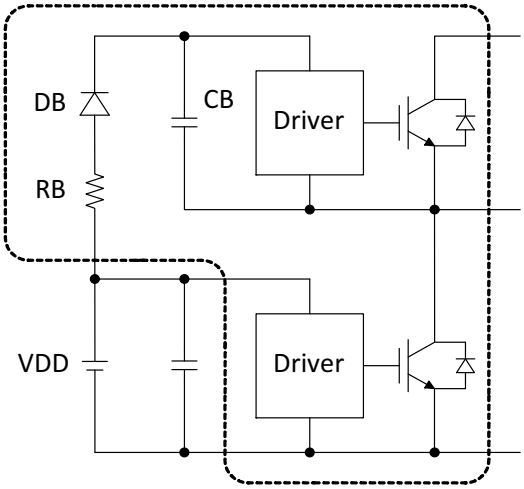

Figure 18. Bootstrap Circuit
VB(U) VB(V) VB(W)	The VB(x) pins are internally connected to the positive supply of the high−side drivers. The supply needs to be floating and electrically isolated. The boot−strap circuit shown in Figure 18 forms this power supply individually for every phase. Due to integrated boot FET only an external boot capacitor (CB) is required. CB is charged when the following conditions are met. Motor terminal voltage is low level for low side IGBT or low side diode conducting. The capacitor is discharged while the high−side driver is activated. Thus CB needs to be selected taking the maximum on time of the high−side and the switching frequency into account.